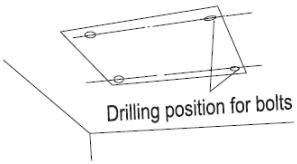

Fig.5
(1). Using the installation template, drill holes for bolts (four holes). (Fig. 5)